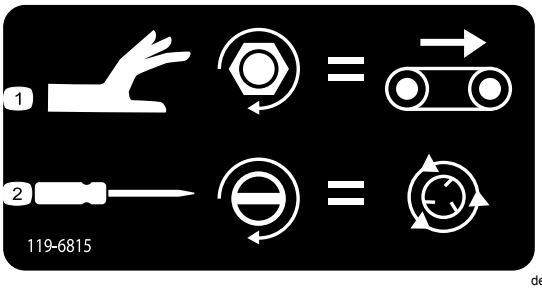

Rysunek 44
- Aby wyregulować prędkość podłogi (Rysunek 44), obróć pokrętło w prawo. Przy braku przepływu instalacji hydraulicznej należy korzystać z maksymalnej prędkości podłogi sytemu obsługi kodowanego kolorami. To ustawienie jest przydatne, gdy kosz samowyładowczy jest wypełniony piaskiem.
- Aby wyregulować prędkość rozrzutnika (Rysunek 44), użyj wkrętaka płaskiego, obracając go w prawo, aby ją zwiększyć, lub w lewo, aby ją zmniejszyć.